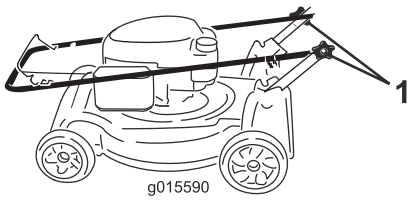

Figuur 3
1. Draai de knoppen van de handgreep los (Figuur 3).
3. Draai de knoppen met de hand stevig vast (Figuur 3).